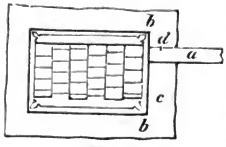
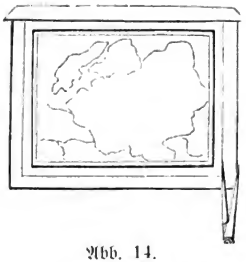

Abb. 6.
Abb. 14.
Ist kein guter Zirkel da, so kann man sich dadurch helfen, daß man einen Papierstreifen *a* (Abb. 6) nimmt, denselben mit einem
3) Es kann eine Landkarte ꝛc. auch so aufgezogen werden, daß man dieselbe gleich, wie sie ist, d. h. nicht zugeschnitten, auf ein ebenso unvorbereitetes Stück Pappe klebt und diese dann, nachdem die Arbeit recht trocken geworden ist, in der vorher angegebenen Weise zurecht schneidet. Man verfährt dabei genau so, wie früher, und mißt entweder mit dem Zirkel oder mit einem Streifen Papier, was häufig sicherer und bequemer ist (vgl. Abb. 6), von den gedruckten Einfassungslinien aus den Rand gleichbreit ab. Ist dies geschehen, so öffnet man den Zirkel so weit, als die Breite der Einfassung aus buntem Papier betragen soll. Hierauf legt man den einen Schenkel des Zirkels an die Kante der zugeschnittenen Karte ꝛc. und zieht den andern Schenkel, indem man den Zirkel schräg nach sich zuhält, am Rande herunter (Abb. 14). Verfährt man in dieser Weise auf allen vier Seiten, so ist die Breite vorgezeichnet, wo später die Streifen genau angelegt werden können. Das Rändern durch bunte Streifen geschieht überhaupt in der angegebenen Weise.